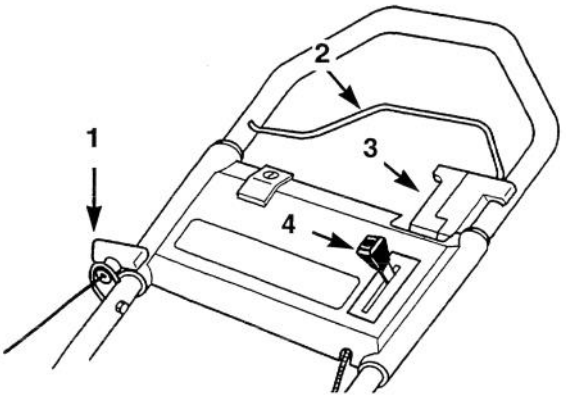

**Figur 2**
1. BETJENINGSORGANER—Manøvrekontrol (selvkørende model), gashåndtag, motorstop-kontrolstang og fingerspidsstarter sidder på håndtaget (figur 2).